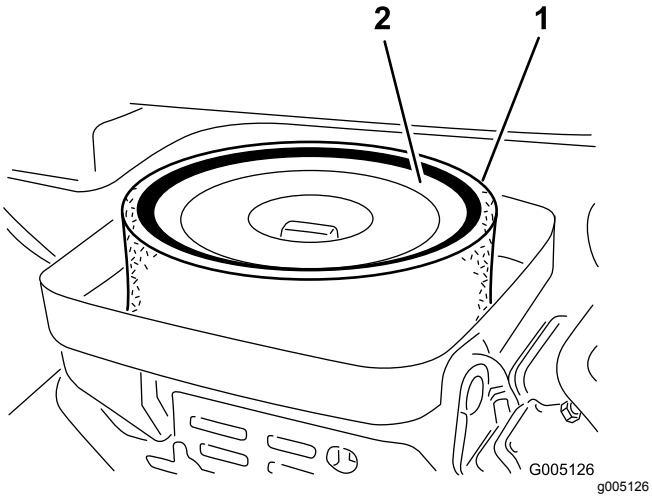

Figur 28
3. Ta bort vingmuttern som fäster delarna vid luftrenarhuset (Figur 28).
4. Ta bort skumgummidelen från pappersinsatsen om den är smutsig (Figur 28). Rengör den ordentligt på följande sätt: